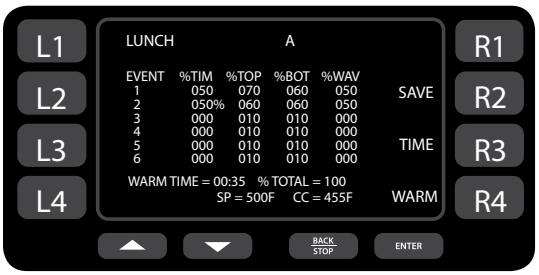

Figura 19: pantalla de edición de recetas
5. Desde la pantalla “Recipe Edit” (figura 19), edite el nombre del grupo de comida: